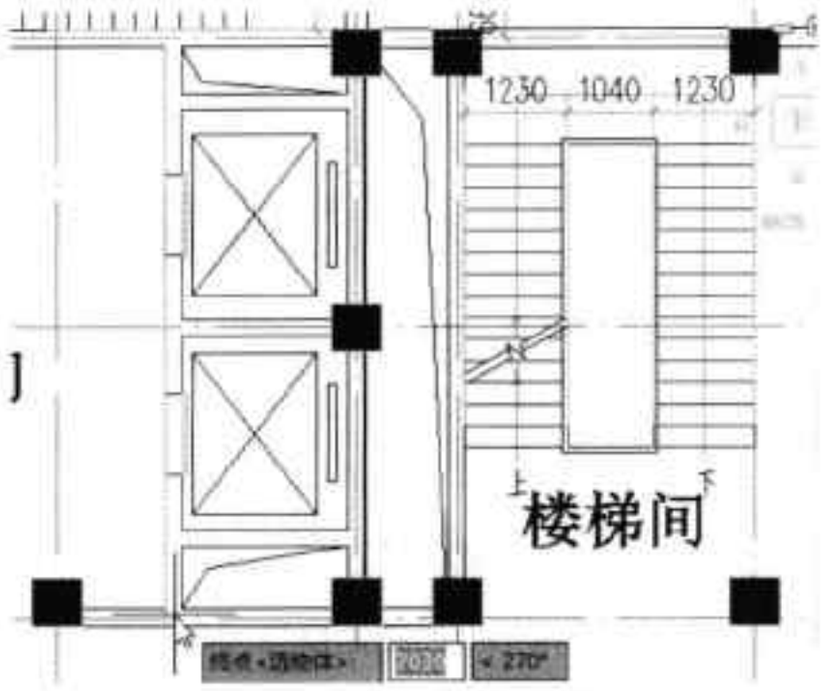

图17-120 指定两点
Step23 执行“尺寸标注 > 两点标注”命令，指定电梯间标注的起点和终点，如图 17-120 所示。